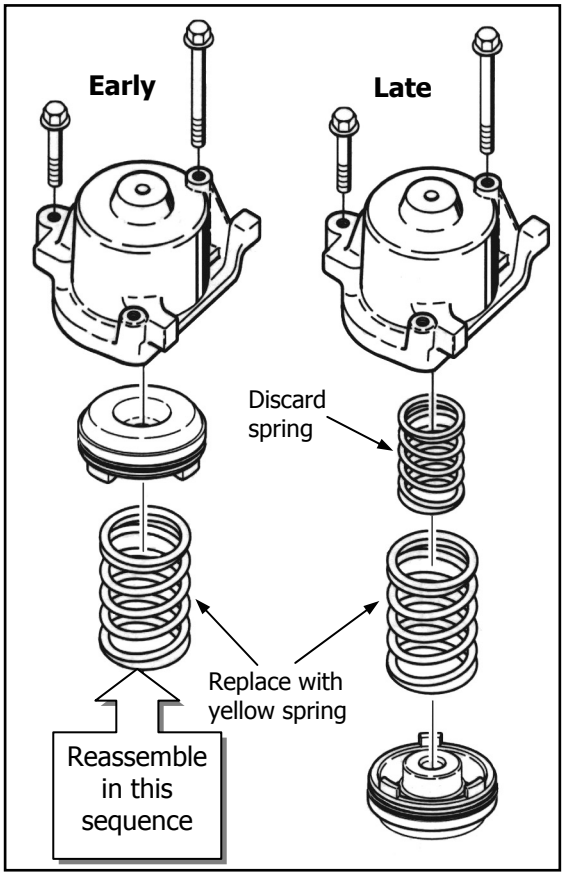

**Figure 6**
**STEP 9** Remove 1-2 accumulator piston and spring from the accumulator housing. (See **FIGURE 6**) Depending on your transmission’s year model, you’ll have either the ‘Early’ arrangement or the ‘Late’ arrangement with two springs. Regardless of the type that you have, replace large accumulator spring with yellow spring supplied in kit and reassemble the accumulator with the sequence shown for the ‘Early’ arrangement.